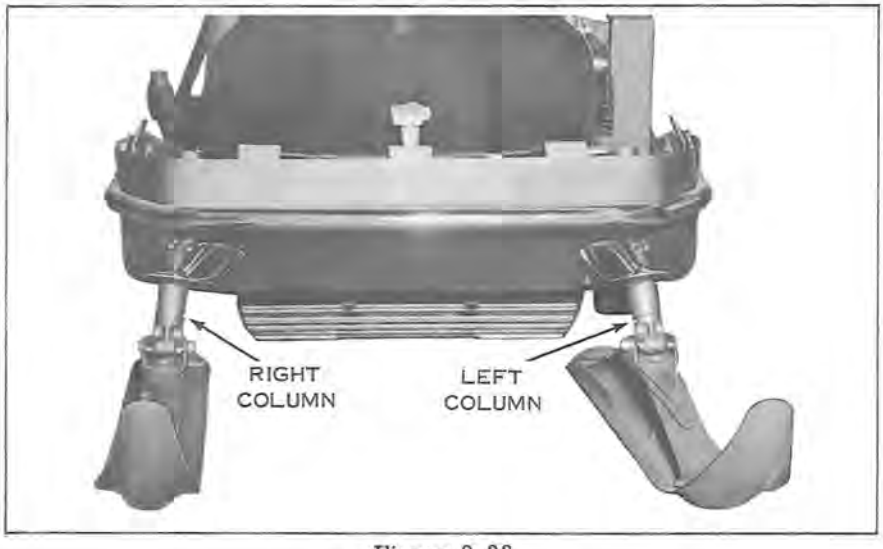

Figure 9-33
b. Place ski and column assemblies in position in frame assembly. Check lubrication of ski columns. NOTE: DO NOT interchange right and left ski columns (see Figure 9-33).